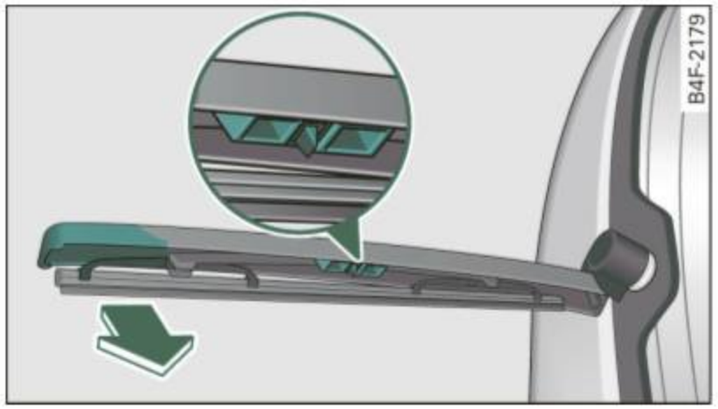

Fig. 65 Installing/removing wiper blade
– Pull the metal surround of the wiper blade out of the retainer in the direction of the arrow ⇒ fig. 65. Hold the wiper arm firmly by the upper end as you do this.
– Adjust the position of the wiper blade in the retainer ⇒ fig. 65 (see close up).